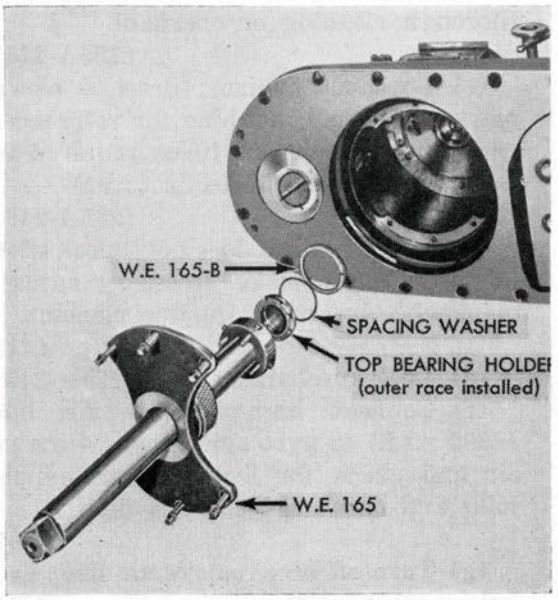

Figure 254
9. Replace top bearing holder for gyro (Fig. 254).